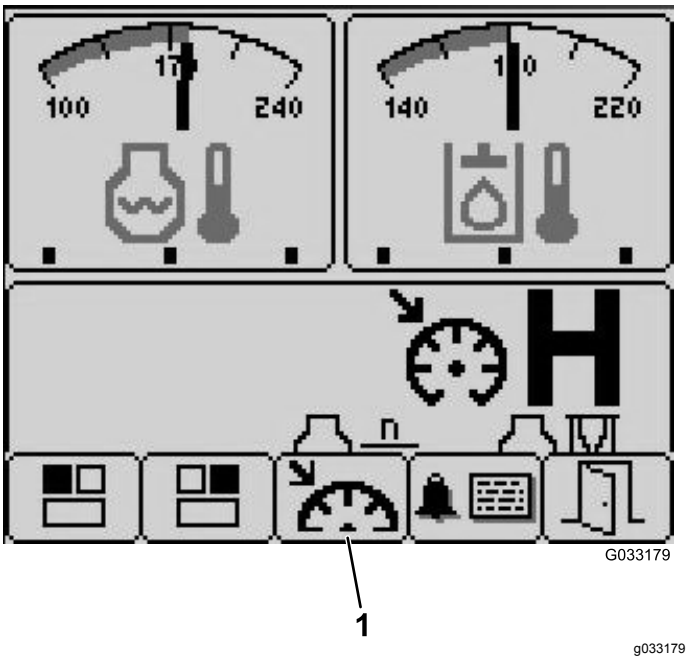

Figur 28
3. Tryck på knapp 3 för att komma till skärmen Farthållaren (Figur 28).